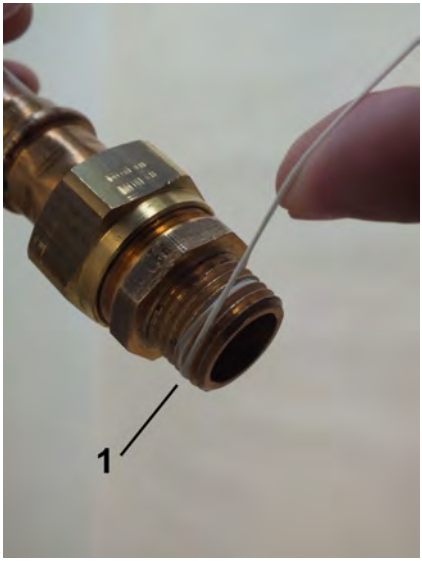

Abb. 9: Dichtfaden aufbringen
2. Dichtfaden (Abb. 9/1) in Gewinderichtung auf das aufgeraute Gewinde aufbringen, dabei Mengenangaben des Dichtmittel-Herstellers beachten